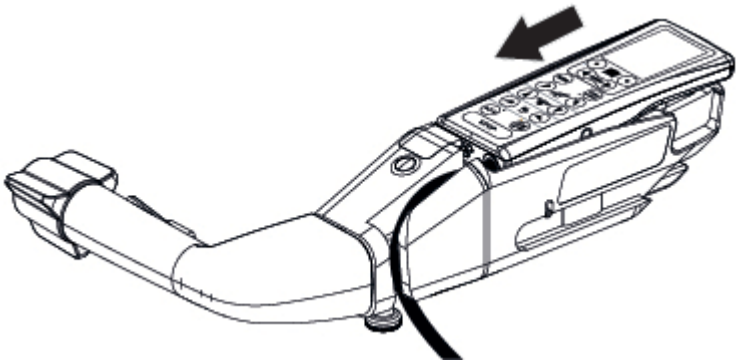

Afbeelding 6-7. Handbediening monteren
2. Schuif de handbediening in de gemotoriseerde overdrachtshandgreep. Zie *Afbeelding 6-7*.